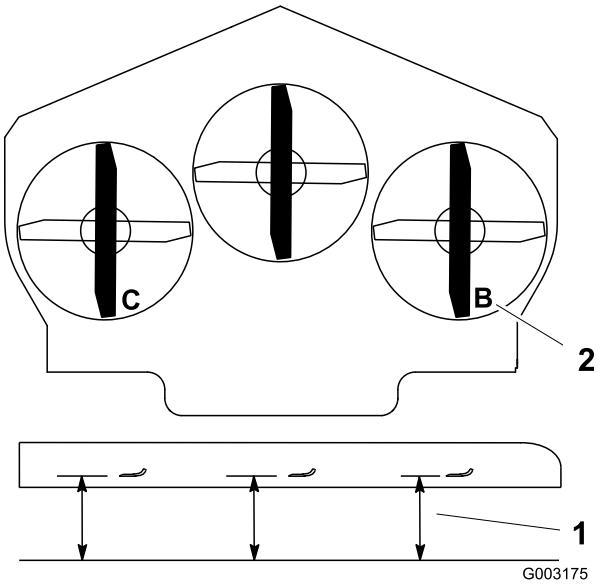

Figur 77
1. Placer højre kniv på langs (Figur 77).
2. Mål den højre kniv ved punktet **B** fra en plan overflade til knivspidsens skarpe kant (Figur 77).
4. Placer venstre kniv på langs (Figur 77).
5. Mål den venstre kniv ved punktet **C** (Figur 77) fra en plan overflade til knivspidsens skarpe kant.